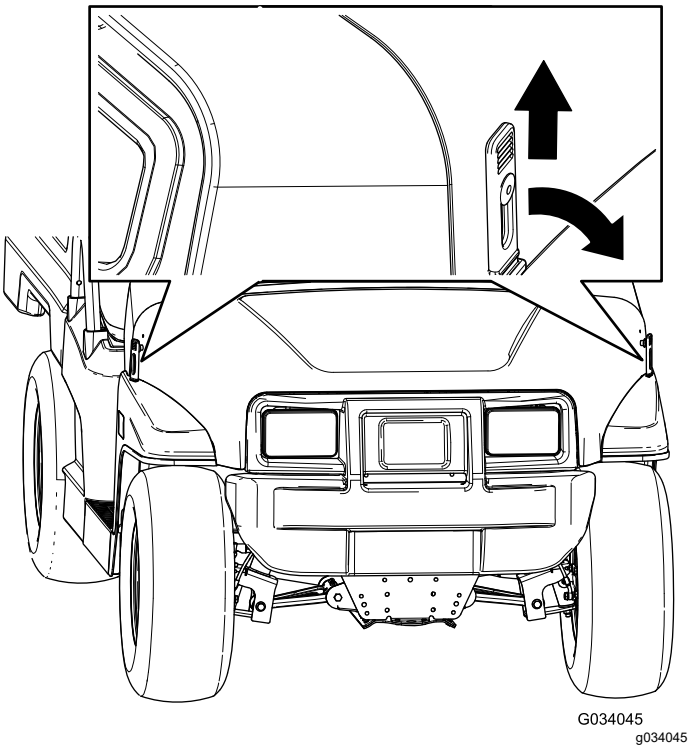

Figur 25
1. Lyft upp handtaget på gummispärrarna på vardera sidan av motorhuven (Figur 25).
2. Fäst motorhuven genom att rikta in gummispärrarna mot spärrankarna på vardera sidan av motorhuven (Figur 25).